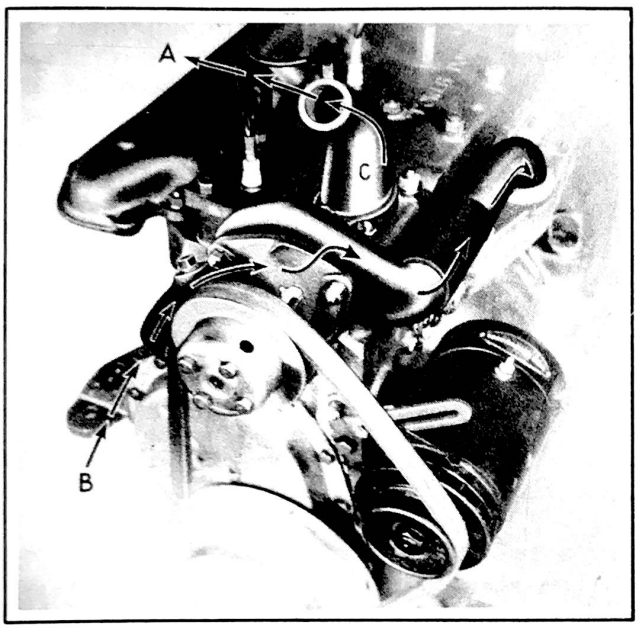

Figure 86 - Water Circulation
WATER CIRCULATION - Models 10,11,12,14 15,18. The thermostat is located in the water outlet (C), Fig. 86, and restricts circulation of the coolant through the radiator until the water has reached a temperature of 150° to 155° F. At this temperature the thermostat, which is of the choke type, begins to open and is fully opened at 185° F., permitting circulation of the coolant through the radiator as designated by arrows (A). After being cooled by circulating through the radiator, the coolant is brought back by the pump as designated by arrows (B) and is again pumped through the engine.